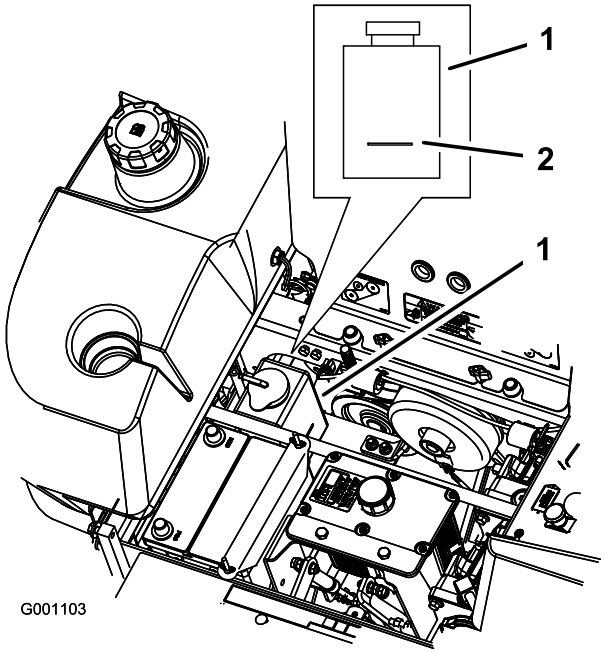

Figur 52
3. Når motoren er avkjølt må du kontrollere nivået i overflytsflasken. Væsken bør nå opp til kulen på utsiden av overflytsflasken (Figur 52).
4. Hvis kjølemiddelnivået er lavt, fyll på en blanding med halvt om halvt med frostvæske for forlenget levetid / Dex-Cool® og vann til overflytsflasken (Figur 52).
5. Fyll på kjølemiddelblandingen til overflytsflasken og fyll det opp til indikatorlinjen på flasken (Figur 52).